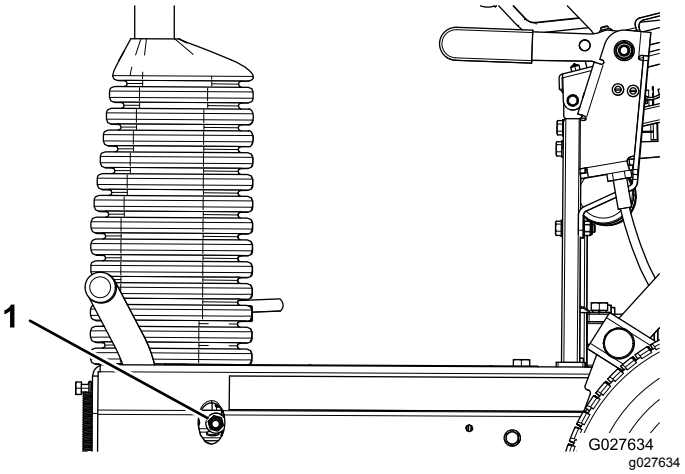

Figur 37
- Stram bremselåsemutteren (Figur 37) for å øke bremsekraften.
- Løsne bremselåsemutteren (Figur 37) for å redusere bremsekraften.